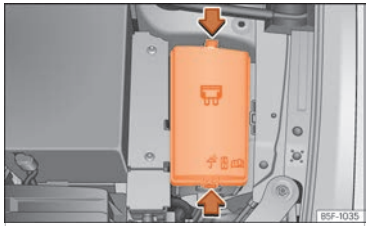

Fig. 203 Al compartiment del motor: tapa de la caixa de fusibles.
- Premeu les pestanyes de bloqueig per desbloquejar la tapa de la caixa de fusibles ››› fig. 203.